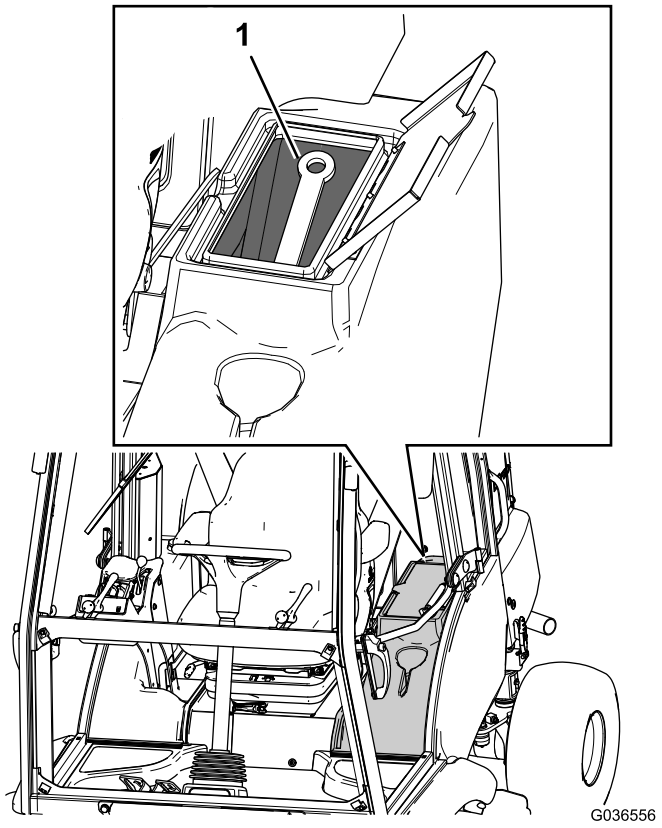

Figure 13
C. Place the safety support bracket in the storage pod (Figure 13).